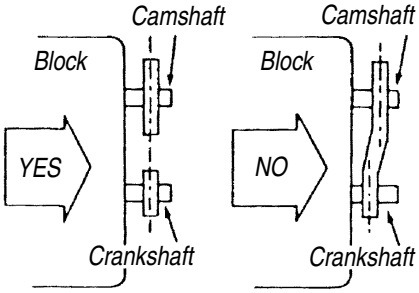

Figure 2 - Check alignment of chain to ensure that both sprockets are correctly installed
- *Be sure that both cam and crank sprockets are exactly in line with each other. Misalignment can cause chain to break (see Figure. 2).*